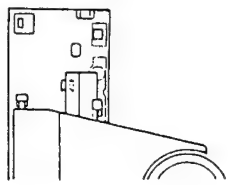

Fig. 10-8
3. Insérer la base coulissante de sorte qu'elle s'engage dans les deux armatures en résine dure à l'arrière de la base de chargement (voir fig. 10-8).